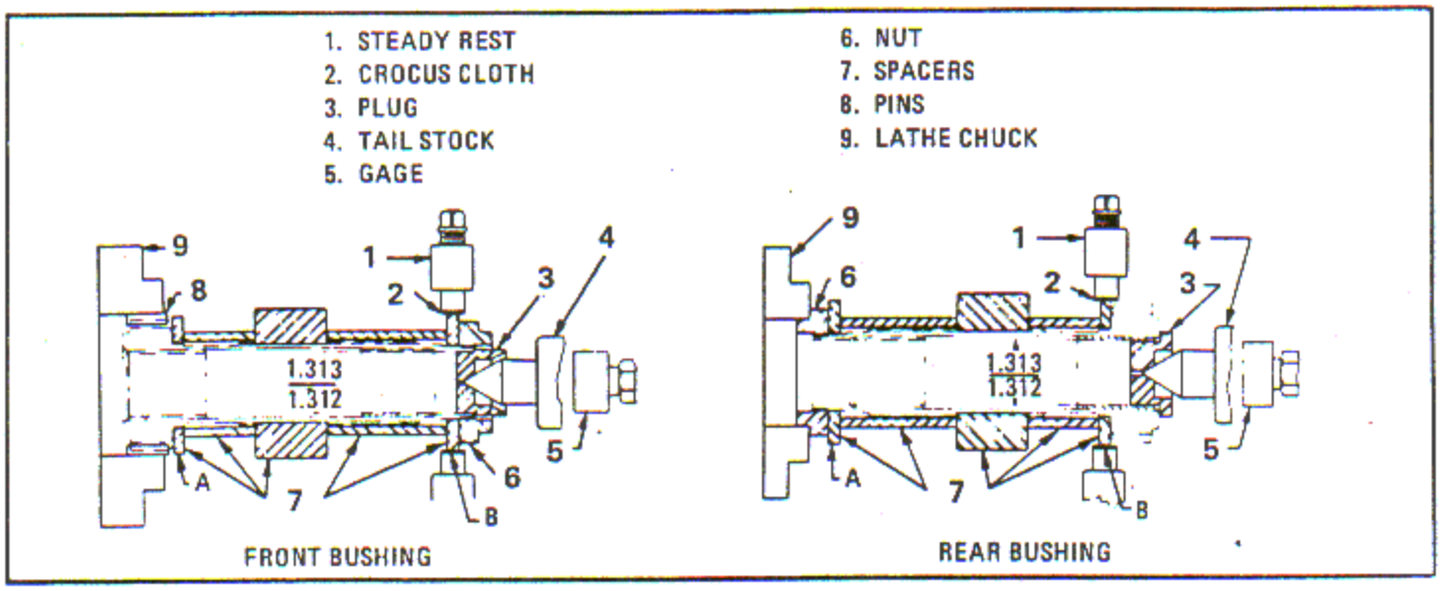

Figure 6-193. Finish Boring Front and Rear Bushings
a. Apply a light coating of Lubriplate 130A (Lubriplate Corp., 20 Exchange Place, New York, N.Y.) to the threads of the shaft. Assemble the spacers, A through E (7, figure 6-193), and nut (6), selecting the proper narrow spacers to obtain a snug fit on the shaft.
d. Place four brass pins (8) 1/4 inch diameter x 7/8 inch long, equally spaced, in the gear teeth and clamp the gear in a four jaw lathe chuck (9). Insert plug A (3) in the end of the shaft and engage the tailstock center (4) with the plug as shown. Indicate surfaces A and B to run true within 0.0005 inch full indicator reading.
e. Wrap a strip of crocus cloth (2), smooth side in, around one narrow spacer, clamping the cloth inside the steady rest (1). Adjust the steady rest to support the shaft assembly. Back out the tailstock (4) and remove the plug (3).
a. Clamp the nut end of the spacer and shaft assembly in the lathe chuck as shown. See figure 6-193. Insert plug A (3) and engage the tailstock center (4) in the center of the plug as shown. Indicate surfaces A and B to run true within 0.0005 inch full indicator reading.
b. Wrap a piece of crocus cloth (2), smooth side in, around one narrow spacer and clamp the cloth inside the steady rest (1). Adjust the steady rest to support the shaft assembly. Back out the tailstock (4) and remove the plug (3).